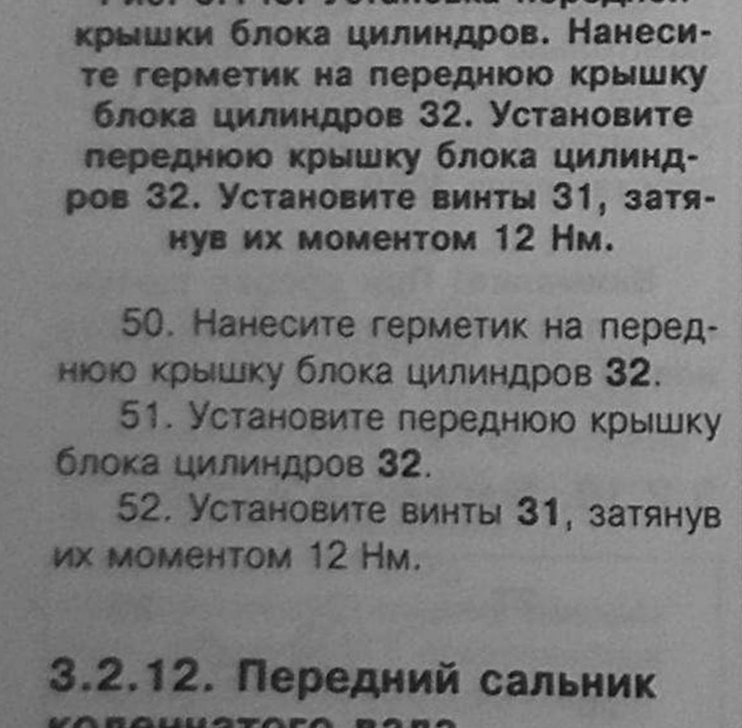

Рис. 6.144. Установите сальник, используя оправку 8a (рис. 6.174).
53. Установите сальник, используя оправку 8a (рис. 6.144).